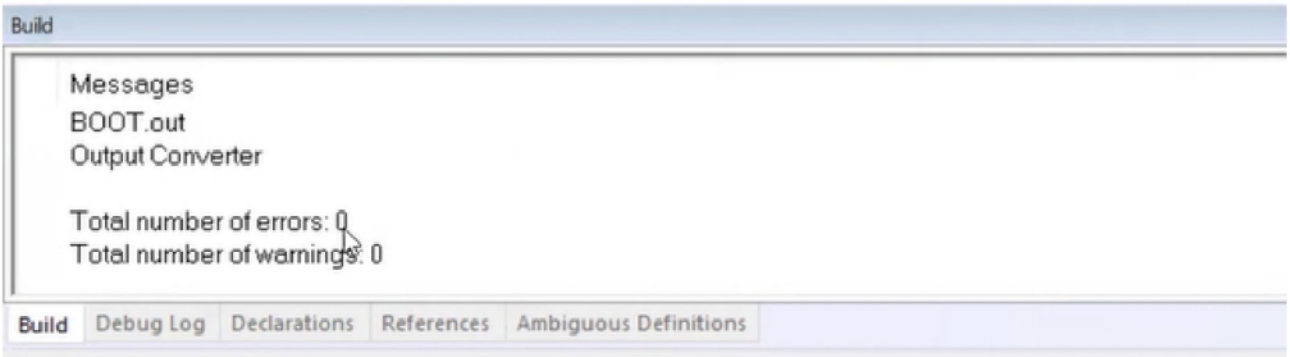

Рисунок 16
4.3.4 При успешной компиляции и сборке проекта в нижней части окна «Build» появится сообщение об успешной компиляции (Рисунок 16).